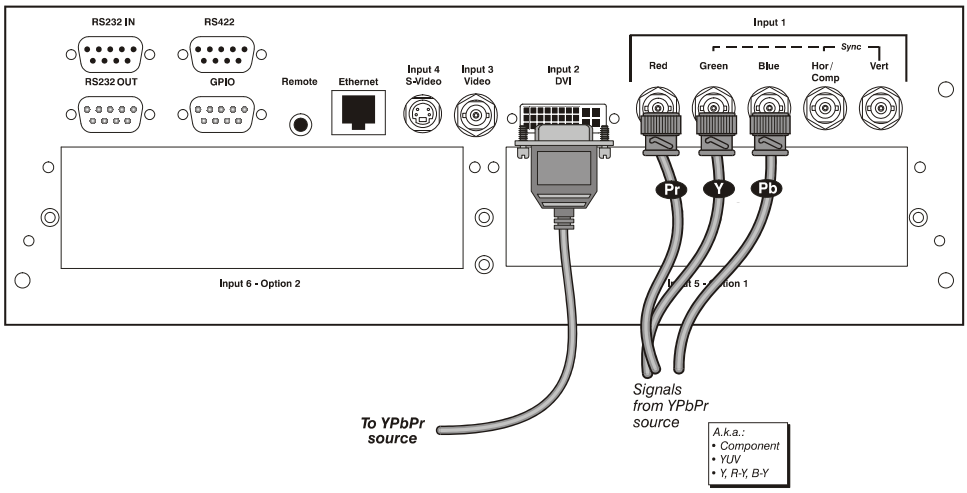

***Figure 2.8. Connecting YPbPr sources***
▶ Connect an YPbPr signal (*component video*) to **INPUT 1** or **INPUT 2** as shown in Figure 2.8.